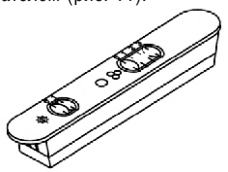

рис. 11
7.2 Управление кухонной вытяжкой производится ползунковым переключателем (рис. 11).